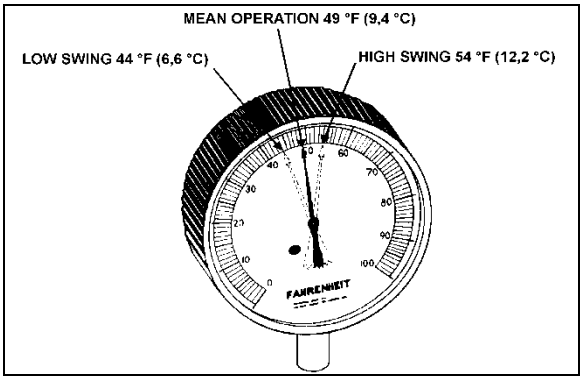

**FIGURE 73: HIGH & LOW SWING TEMPERATURE AT REMOTE BULB** 22047
6. Check approximately 5 readings of pressure at 2-minute intervals and convert to temperature using the vapor-pressure table. Likewise check the temperature reading at the remote bulb at the same 2-minute intervals and record the low and high swing readings of the needle (Figure 73).